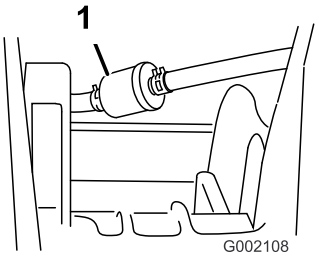

Figur 46
5. Fjern klemmene som fester drivstoffilteret til drivstoffslangene (Figur 46).